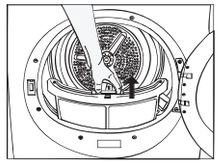

Fig 4
2. Remove the cover filter by pulling it up and open the filter **(Fig4, 5)**.